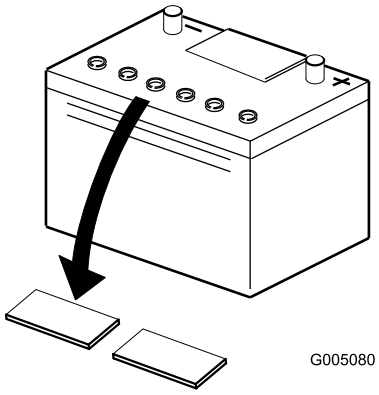

Figur 4
2. Rengjør toppen av batteriet og fjern utluftingshettene (Figur 4).